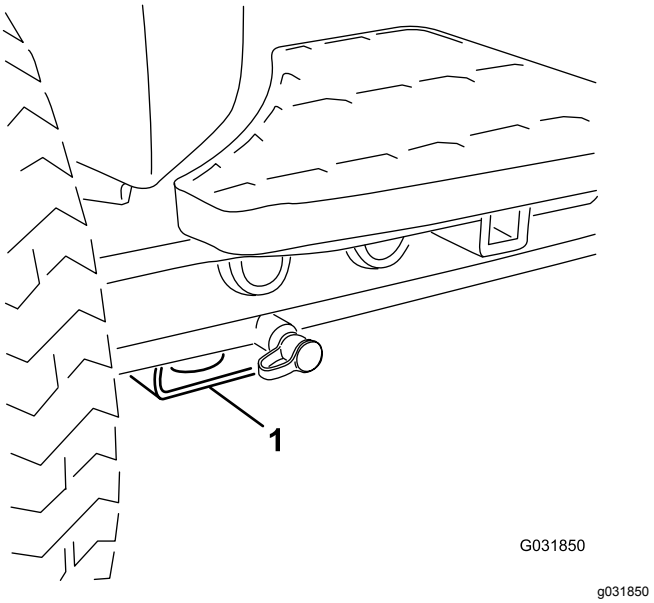

Figur 40
- Foran – rektangulær plate under akselrøret, innenfor hver av de fremre festepunktene (Figur 40).